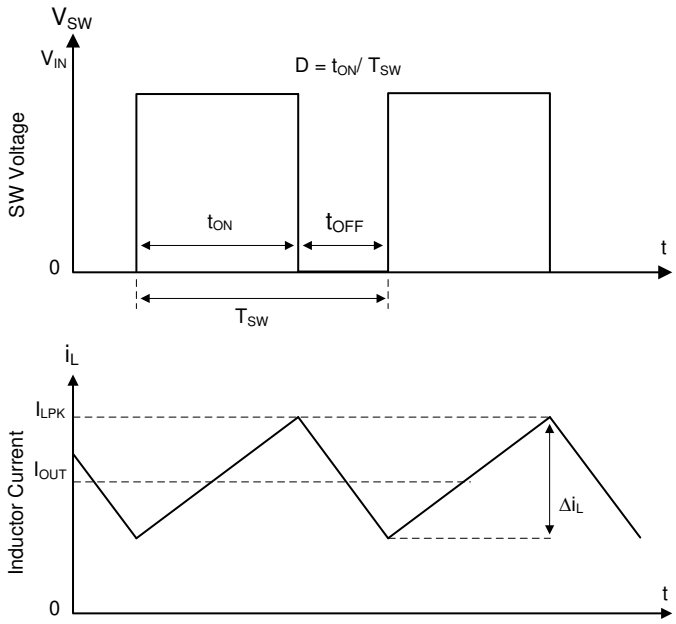

Figure 6-1. SW Node and Inductor Current Waveforms in Continuous Conduction Mode (CCM)
The following operation description of the TPSM84538 refers to the functional block diagram and to the waveforms in Figure 6-1. The TPSM84538 is a synchronous buck converter with integrated high-side (HS) and low-side (LS) MOSFETs (synchronous rectifier). The TPSM84538 supplies a regulated output voltage by turning on the HS and LS NMOS switches with controlled duty cycle. During high-side switch on time, the SW pin voltage swings up to approximately VIN, and the inductor current, iL, increases with linear slope (VIN – VOUT) / L. When the HS switch is turned off by the control logic, the LS switch is turned on after an anti-shoot–through dead time. Inductor current discharges through the low-side switch with a slope of –VOUT / L. The control parameter of a buck converter is defined as Duty Cycle D = t_{ON} / t_{SW}, where t_{ON} is the high-side switch on time and t_{SW} is the switching period. The converter control loop maintains a constant output voltage by adjusting the duty cycle D. In an ideal buck converter where losses are ignored, D is proportional to the output voltage and inversely proportional to the input voltage: D = VOUT / VIN.